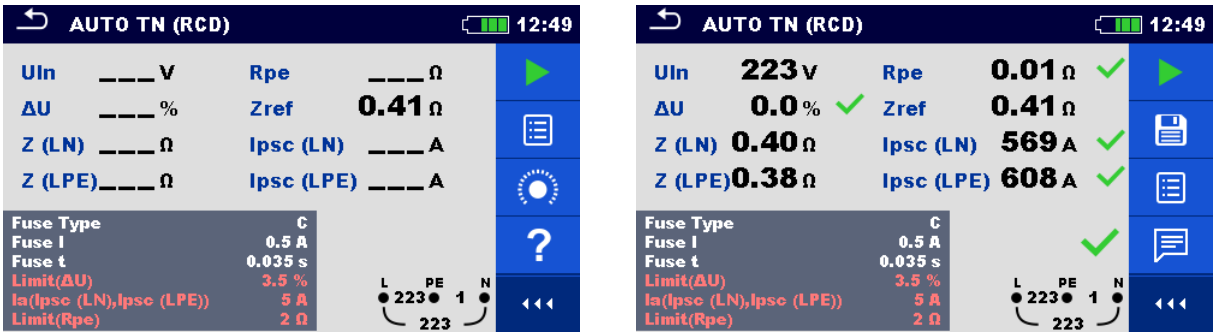

Abbildung 7.77: Beispiele für Ergebnisse der AUTO TN (RCD)-Messung
- Schließen Sie die 3-Leiter-Prüfleitung oder den Commander-Prüfstecker am Prüfobjekt an, siehe ***Abbildung 7.77***.